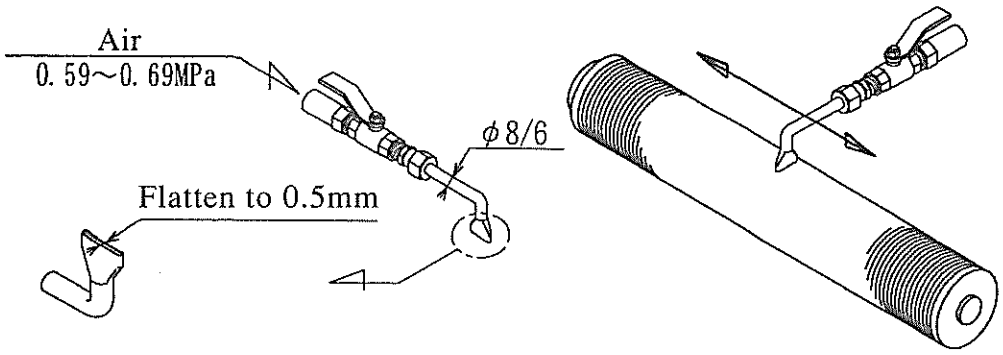

FIG. 8 CLEANING TOOLS AND PROCEDURES FOR THE ELEMENT
b) Using a cleaning tool such as the one shown in Figure 8, place the tip of the air nozzle close to the notch wires in order to effectively remove the sludge in the notch wire meshes by blowing air on it while rubbing the tip of the nozzle directly on the notch wires.